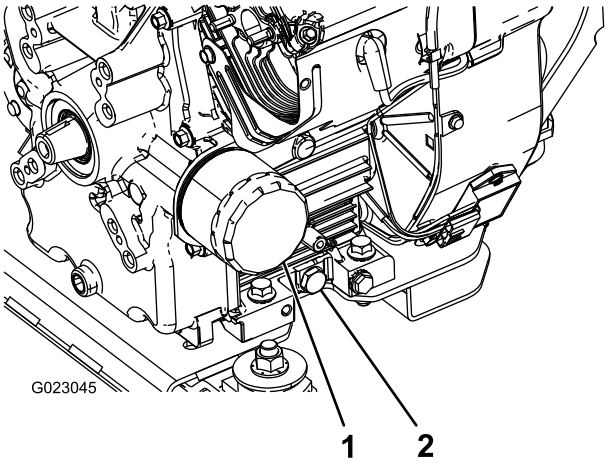

Figura 44
5. Retire o bujão de drenagem (Figura 44).
2. Remova o filtro de óleo (Figura 44).
5. Instale o filtro de óleo de reposição no adaptador do filtro. Gire o filtro de óleo no sentido horário até que a junta de borracha entre em contato com o adaptador do filtro e, em seguida, aperte o filtro por mais 1/2 volta (Figura 44).